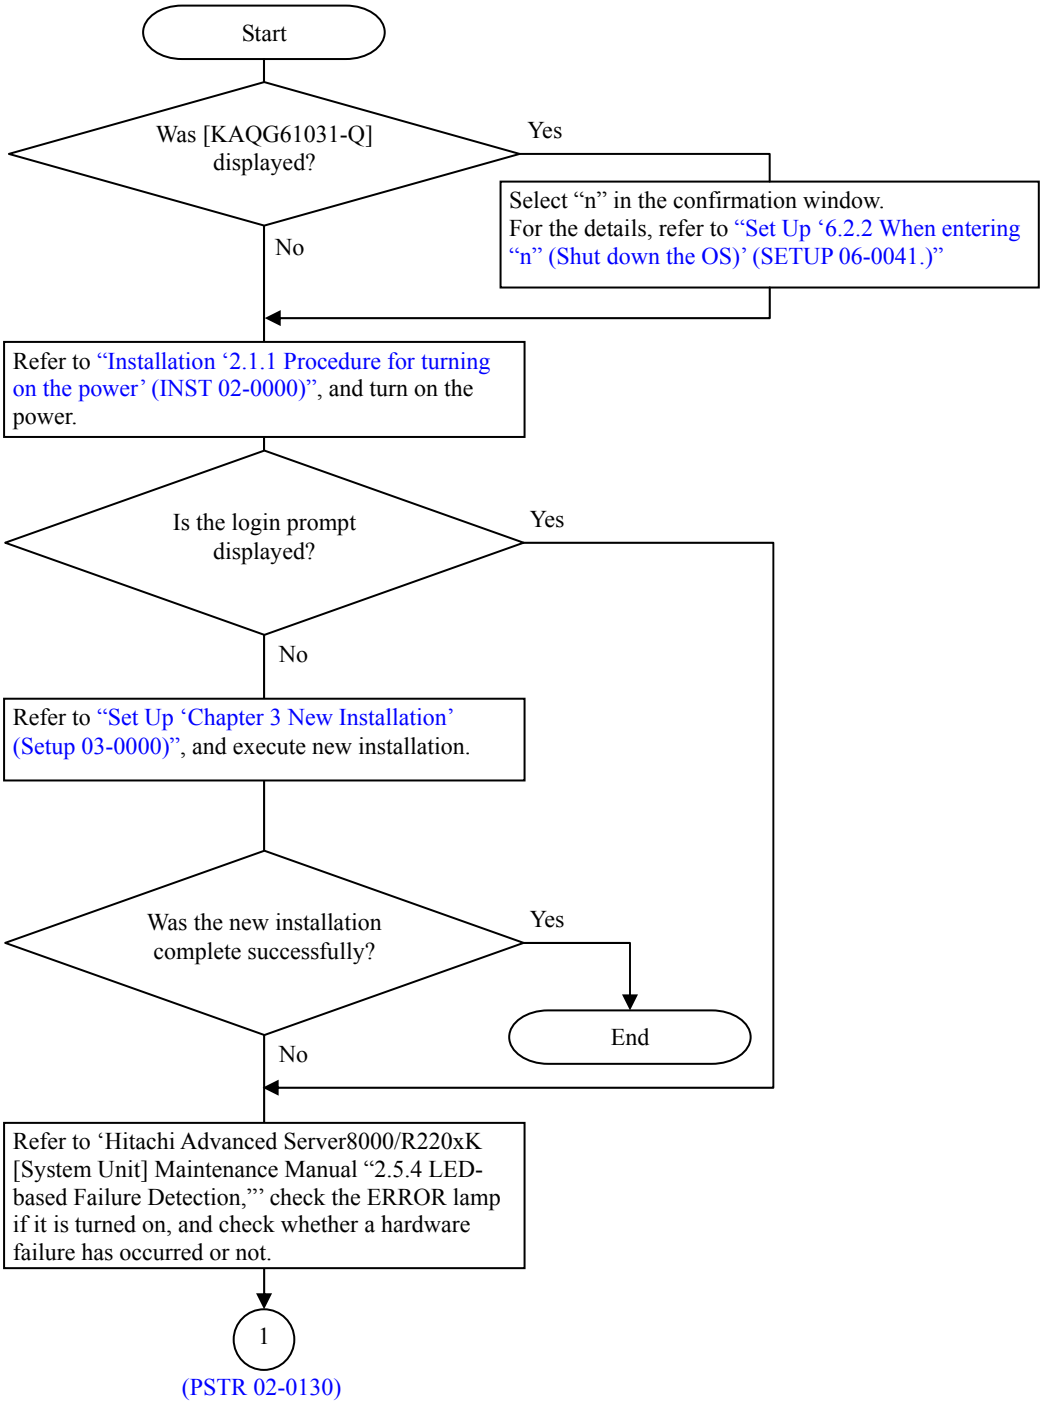

Figure C.2.1-6 Flow of Diagnosis when the Update Installation Failed (1/2)
(6) Figure C.2.1-6 shows the flowchart when message IDs described in Table C.2.1-6 are output because the update installation is executed in the state of no OS installed.